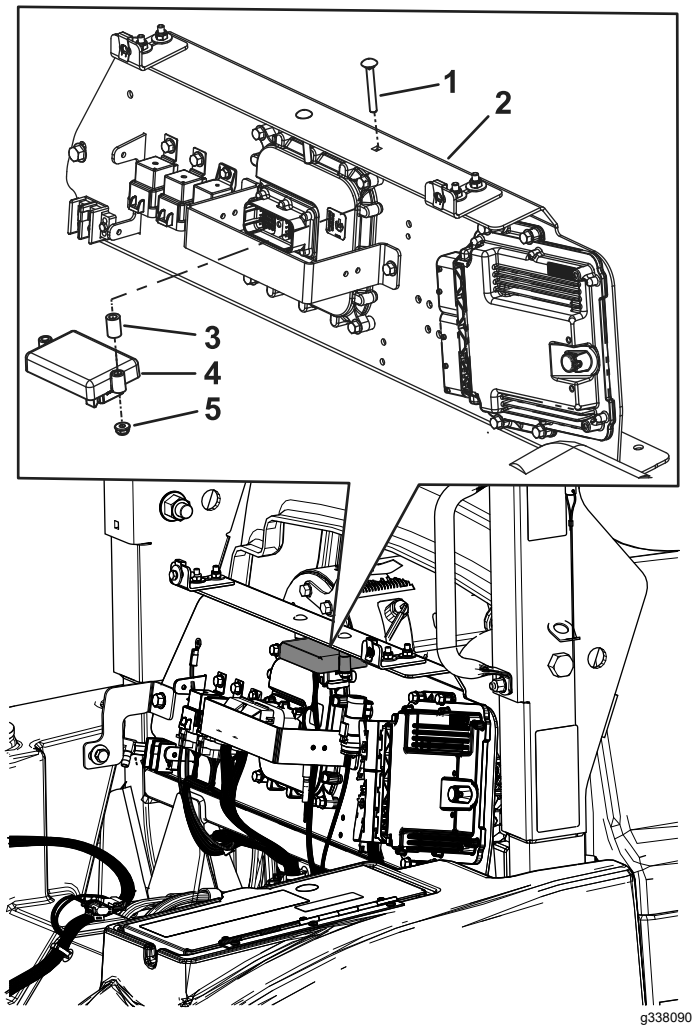

Figure 1
3. Install the slope sensor to the machine frame with 2 carriage bolts (1/4 x 2 inches), 2 spacers, and 2 flange nuts (1/4inch) to secure the slope sensor to the machine frame (Figure 1).